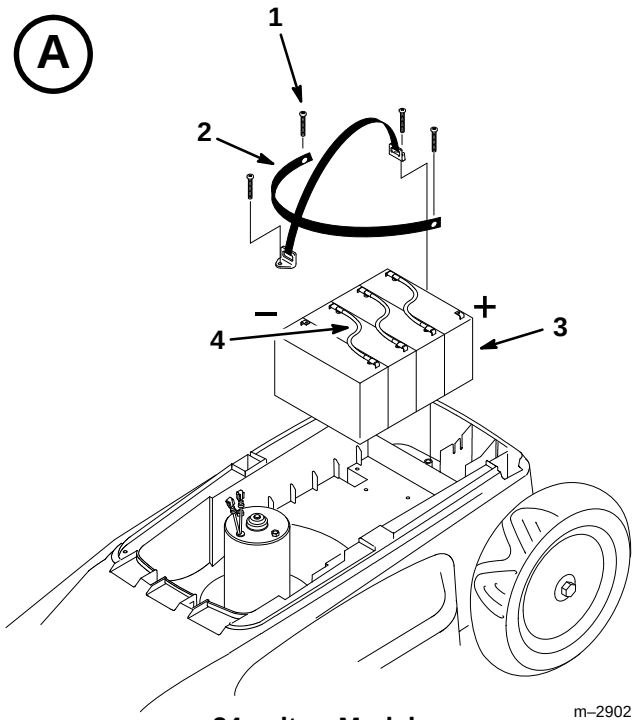
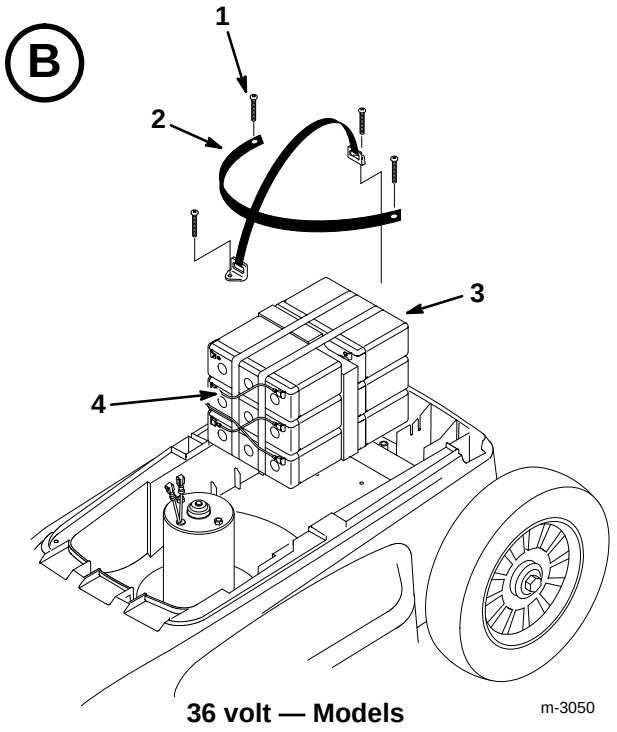

Figure 27
Figure 28
3. Remove screw from battery hold-down strap 24 volt models (Fig. 27) or (Fig. 28) 36 volt models.